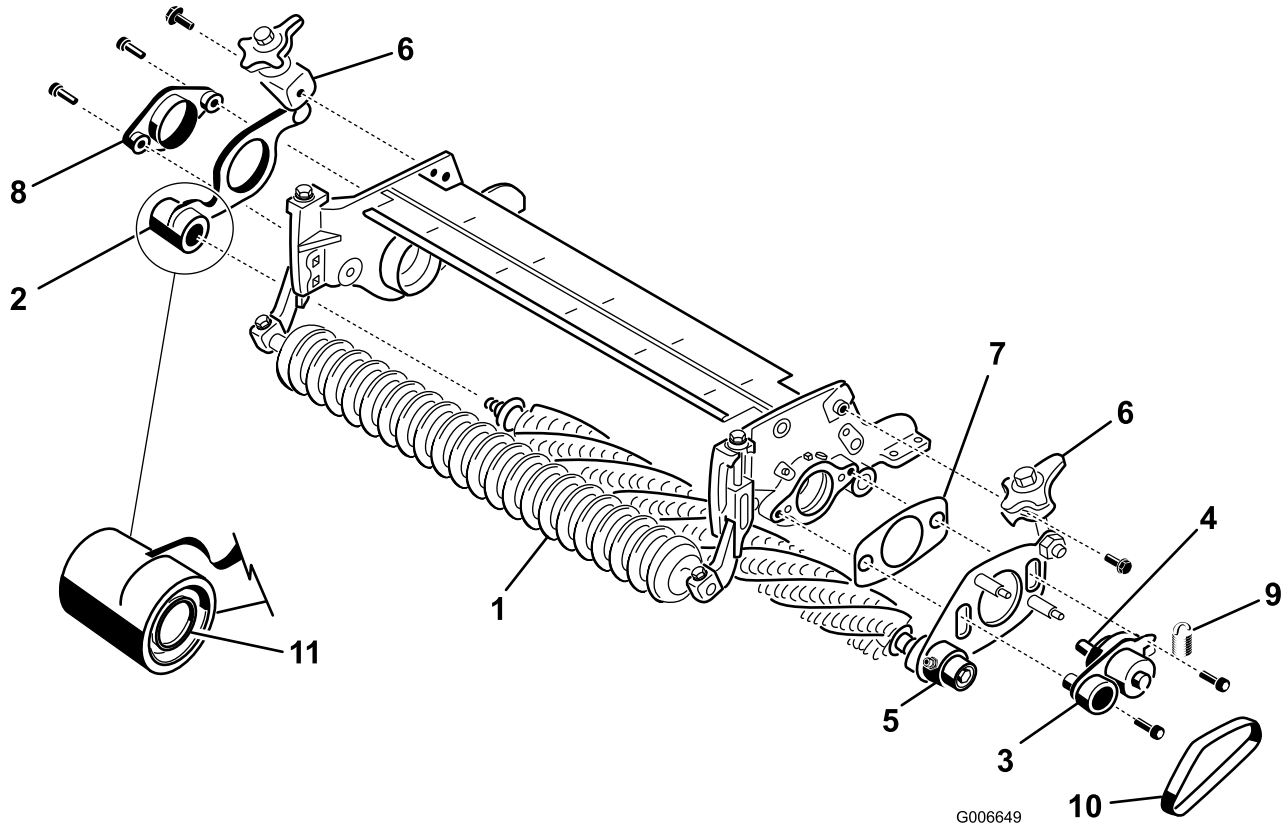

Figur 9
14. På den **ikke-drivende** side af trimmeren skubbes trimmerskiven med quick-up-håndtaget af trimmerakslen (Figur 9).
16. På den drivende side af klippeenheden monteres drejenavet, trimmerskiven med quick-up-håndtag (drivende side) og afstandsstykket på klippeenhedens sideplade med (2) unbrakoskruer på 3/8 x 1 tomme (Figur 9). Påfør blå Loctite på skruernes gevind, før montering.
17. Monter den ikke-drivende trimmerskive på trimmerakslen (Figur 9). Pas på, at tætningsfjederen ikke bliver slået af.
18. Fastgør det ikke-drivende drejenav til klippeenhedens sideplade med (2) unbrakoskruer på 3/8 x 1 tomme (Figur 9). Påfør blå Loctite på skruernes gevind, før montering.
20. Monter quick-up-håndtagene på sidepladerne med 3/8 x 3/4 tommers flangebolte (Figur 9).
21. Monter trimmerremmen på remskiverne (Figur 9). Kontroller, at ribberne på remmen sidder korrekt i rillerne på hver remskive.